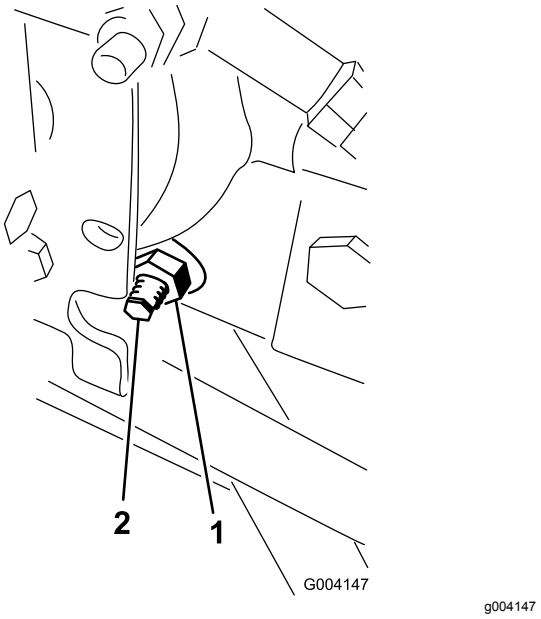

Figur 54
3. Lossa låsmuttern på hjuldrivningens justeringskam på höger sida av hydrostaten (Figur 54).